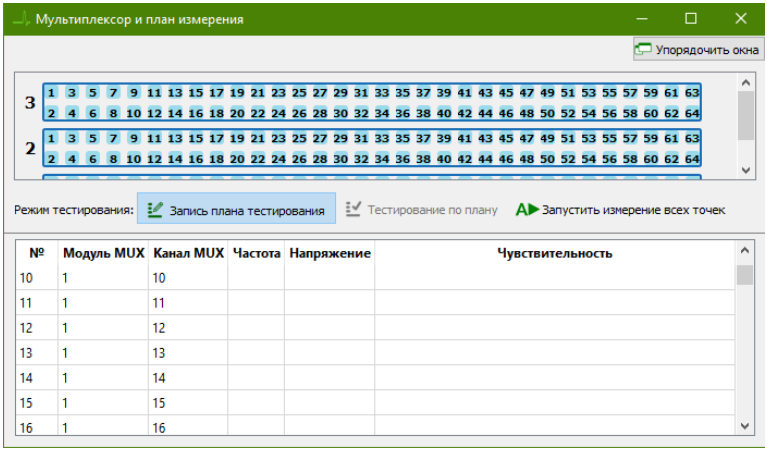

Рисунок 4.30 - Окно Мультиплексор и план измерения ПО EPLab.
3. Откроется окно «Мультиплексор и план измерения», в котором отобразится количество подключенных модулей EyePoint MUX_S_A (рис. 4.30) и таблица плана тестирования. Данное окно также можно открыть из главного меню **Вид ► Открыть окно просмотра мультиплексора**.